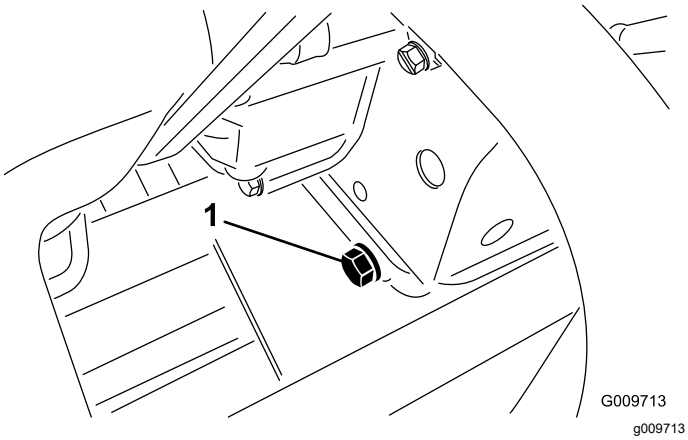

**Рисунок 89**
2. Снимите пробку сливного отверстия (Рисунок 89) и дайте маслу стечь в сливной поддон.